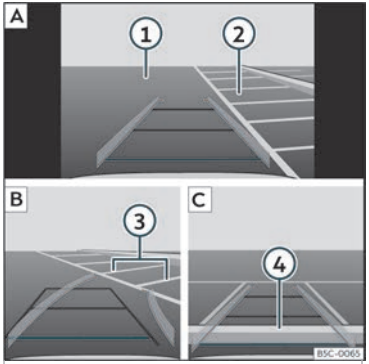

Abb. 177 Anzeige auf dem Bildschirm des Infotainment-Systems: einparken mit dem Rückfahrassistenten.
Legende zu **Abb. 177**:
- Bringen Sie das Fahrzeug vor die Parklücke ››› **Abb. 177** 2 A.